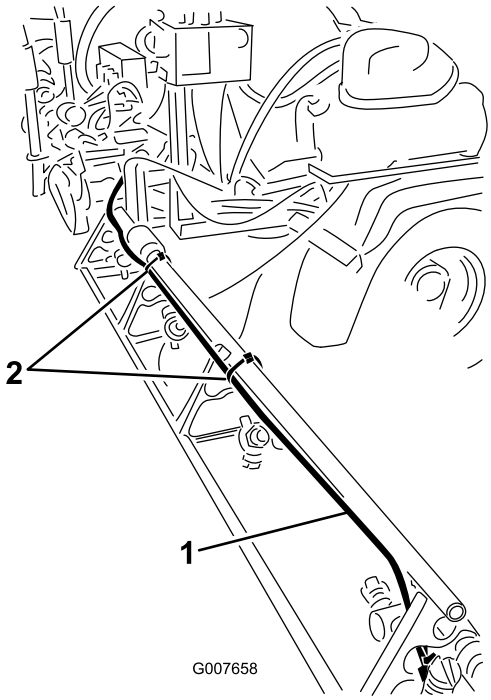

Figur 7
A. Fastgør skumslangen langs bagsiden af den øverste støttestang på den højre bom (Figur 7).